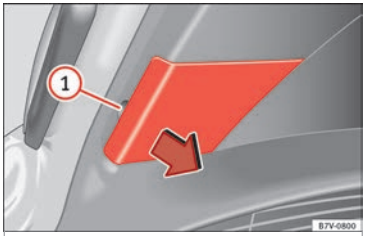

Afb. 111 In de achterklep: het klepje verwijderen.
2. Verwijder de afdekking voorzichtig door het vlakke deel van de schroevendraaier uit het wagengereedschap als hefboom te gebruiken (»» afb. 100) via de uitsparing »» afb. 111 ①.